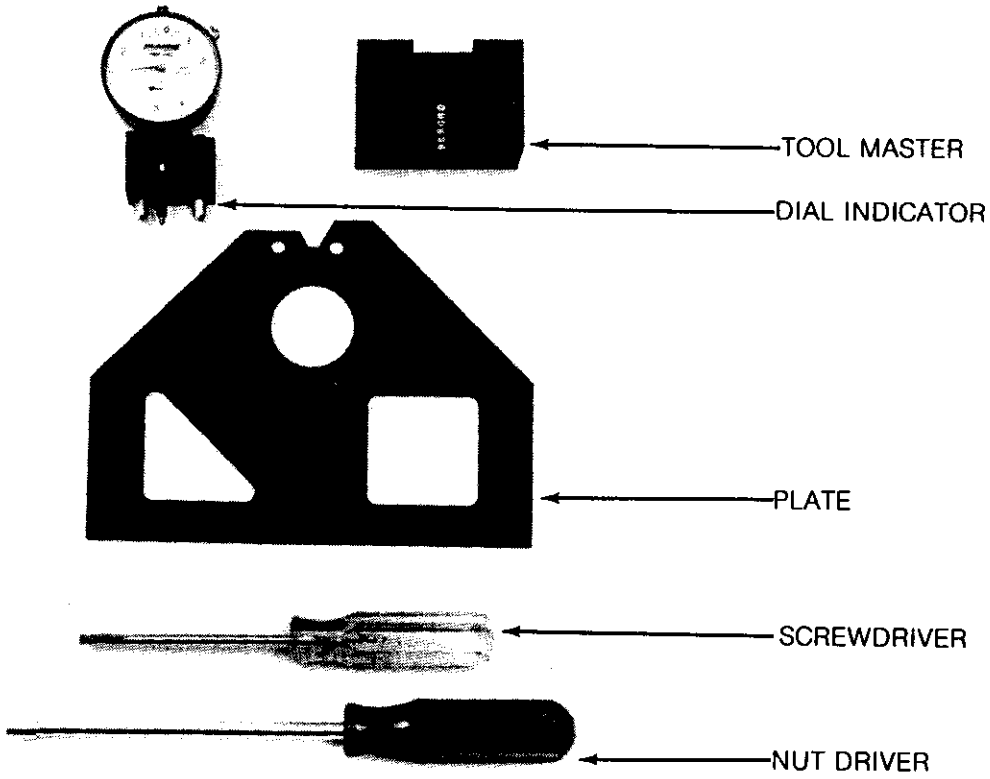

FIGURE 39. HEAD PENETRATION TOOLS
a. The tools necessary to perform this alignment procedure will consist of penetration gauge tool set, screwdriver and ¼" nut driver (see Figure 39).